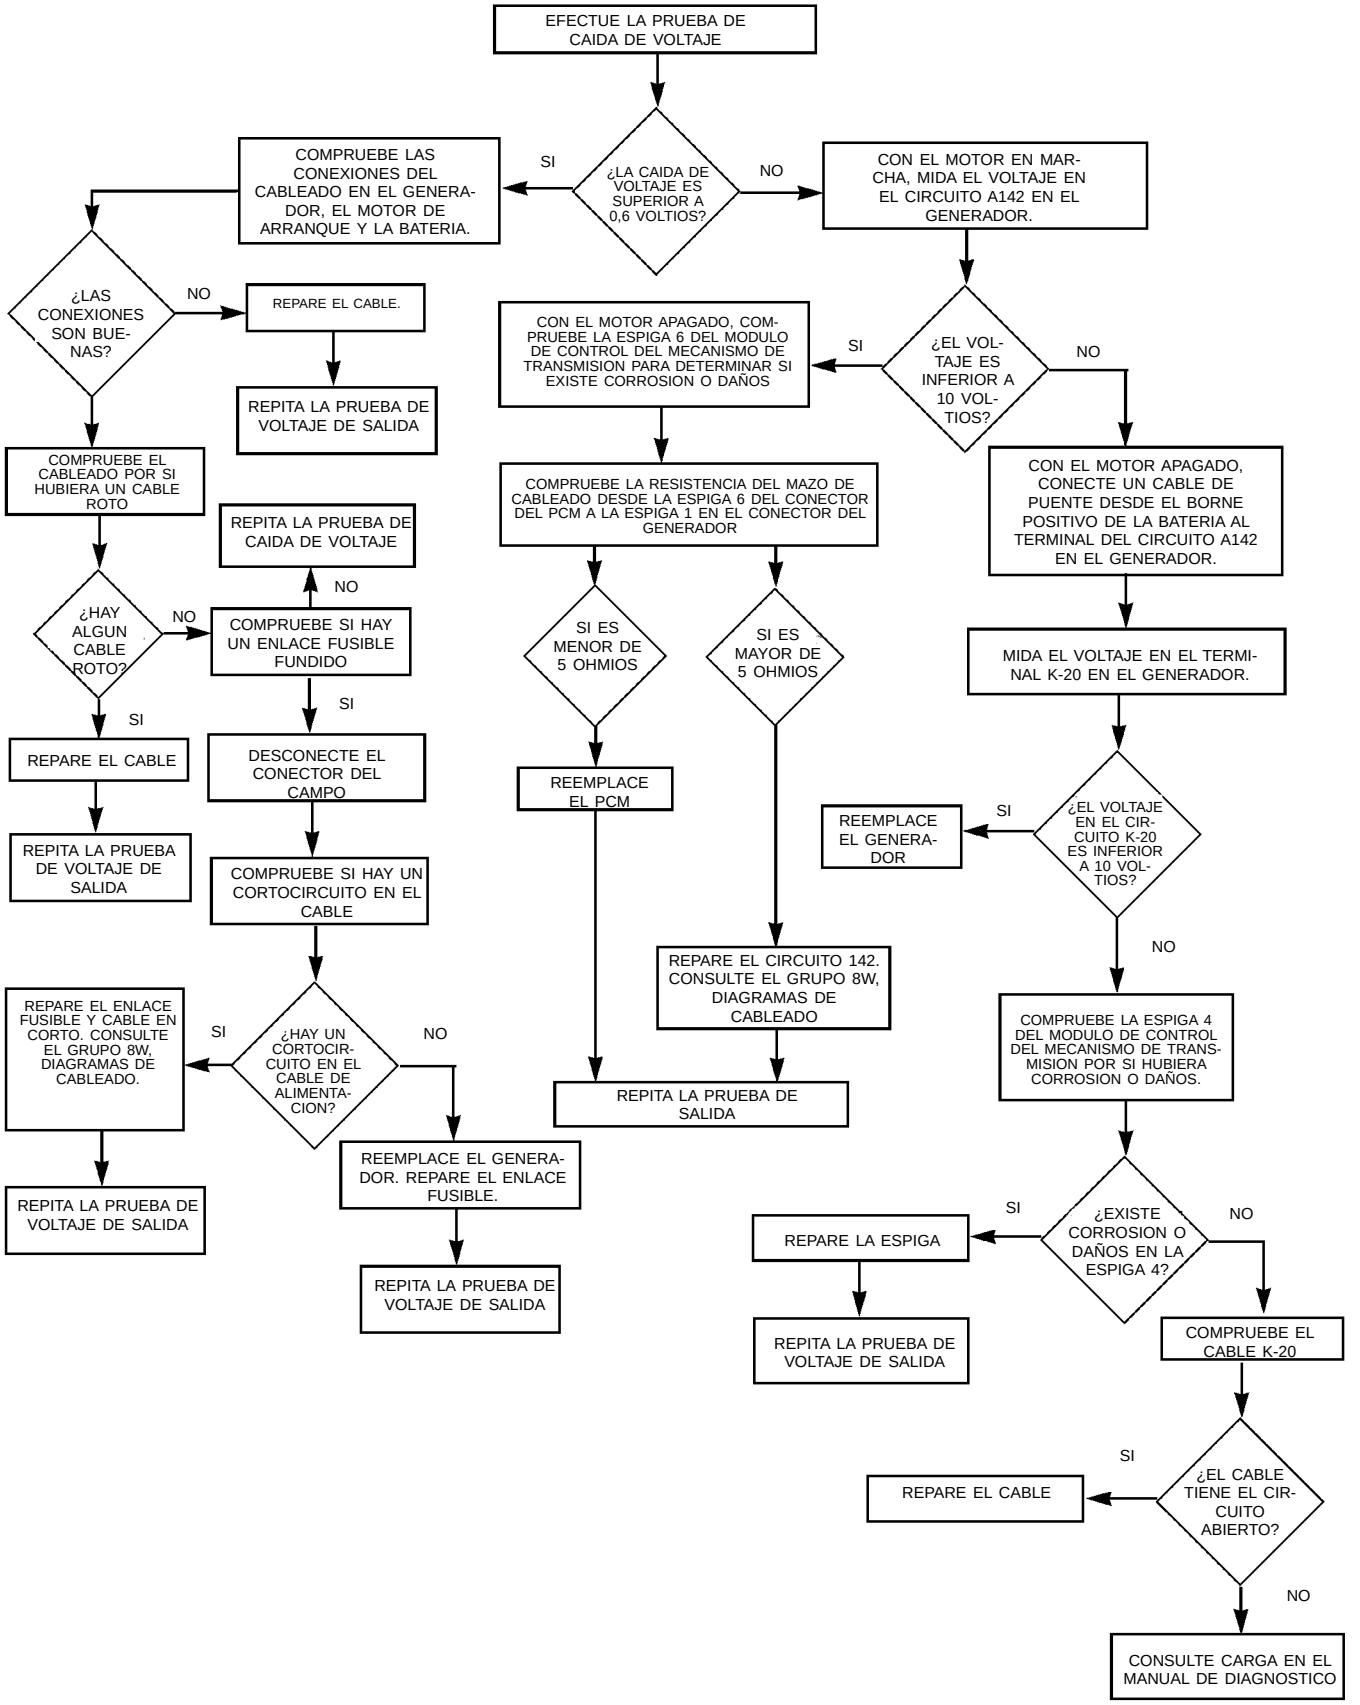

Fig. 5 Prueba de caída de voltaje
(1) Determine si existe algún Código de diagnóstico de fallos (DTC). Para determinar un DTC, consulte Diagnósticos de a bordo, en este grupo. Para las reparaciones, consulte el manual de Procedimientos de diagnóstico del mecanismo de transmisión apropiado.
(2) Antes de comenzar la prueba, asegúrese de que la batería se encuentra en buenas condiciones y completamente cargada. Para mayor información, consulte el Grupo 8A, Batería.
(3) Verifique el estado de los cables de la batería. Límpielos de ser necesario.
(4) Efectúe la prueba de Resistencia del cable de salida (prueba de caída de voltaje) (Fig. 5). Esto garantizará que las conexiones eléctricas de generador/batería se encuentren limpias y correctamente apretadas.
(5) Asegúrese de que la correa de transmisión del generador tiene la tensión correcta. Para más información, consulte el Grupo 7, Sistema de refrigeración.